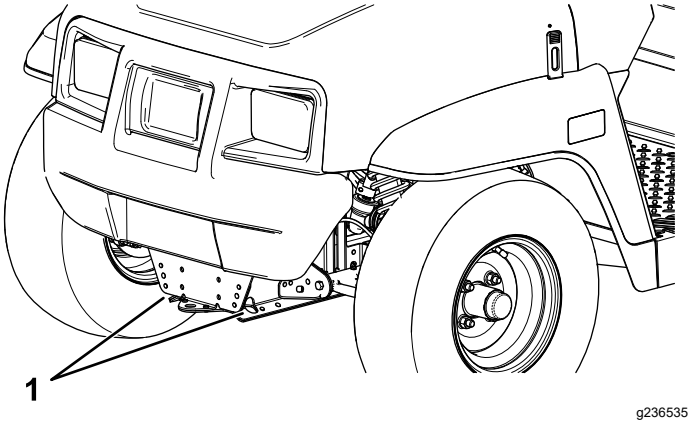
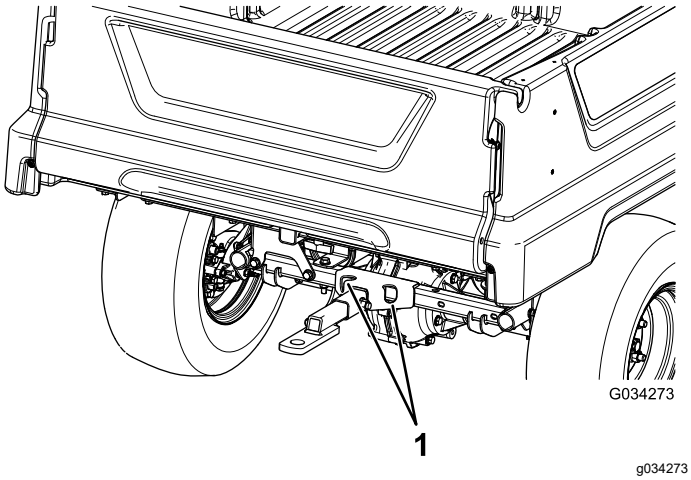

Figur 21
Figur 22
Se Figur 21 og Figur 22 for bindepunkternes placering på maskinen.
2. Sæt et bugsertov fast på anhængertrækstangen foran på maskinens stel (Figur 21).